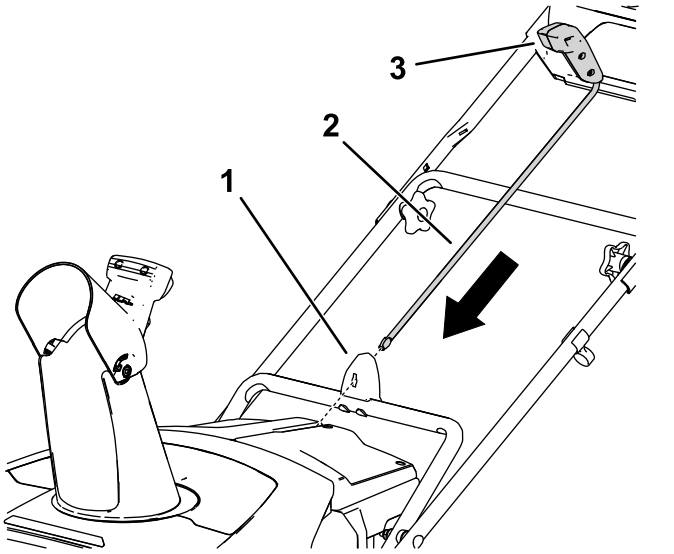

Figur 7
1. Påse at sjakten vender fremover (Figur 7).
2. Hold håndtaket vendt fremover, monter sjaktkontrollstangen ned i sporet, og skyv den ned til den smetter på plass (Figur 7).